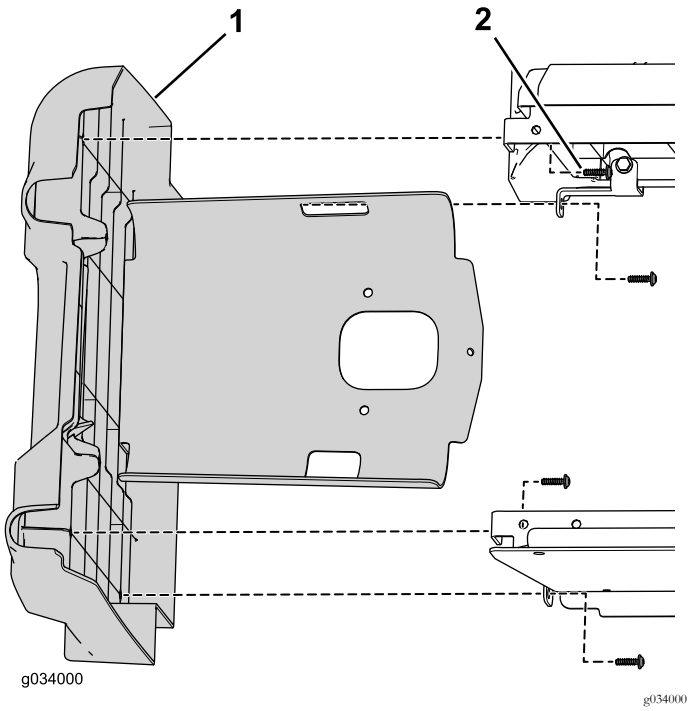
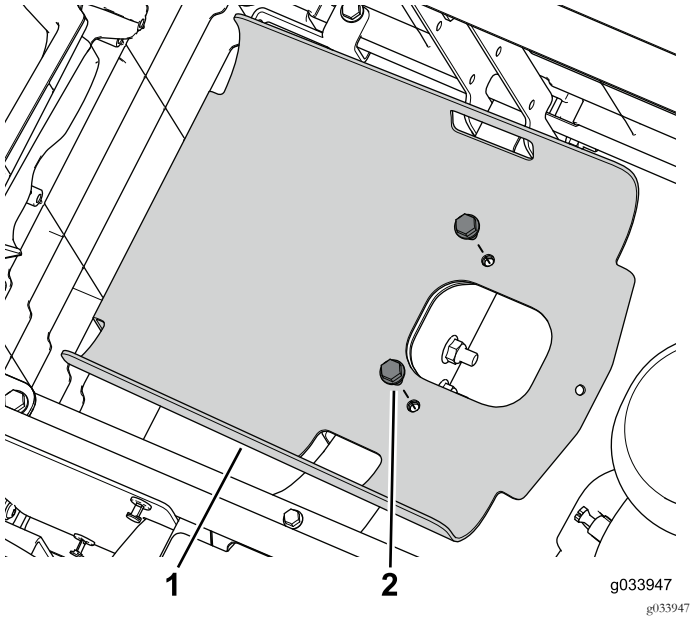

Bild 46
Bild 47
4. Befestigen Sie die ursprüngliche linke Platte mit den entfernten Befestigungen an den Platten des hinteren Sitzunterteils (Bild 46 und Bild 47).